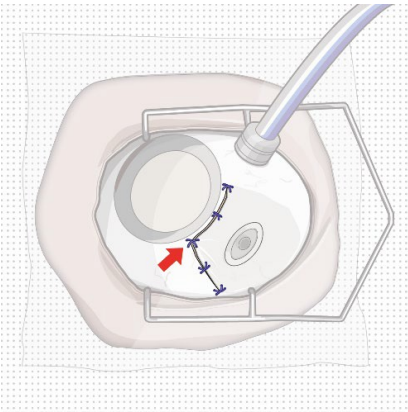

Figure 43
- Ensure suture placement away from the implant (Figure 43).